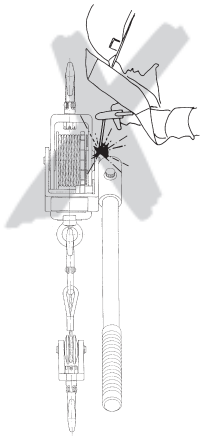

Fig. 2
- Laswerkzaamheden aan het apparaat zijn verboden. Het apparaat mag nooit als verbinding met de grond bij laswerkzaamheden gebruikt worden (Fig. 2).